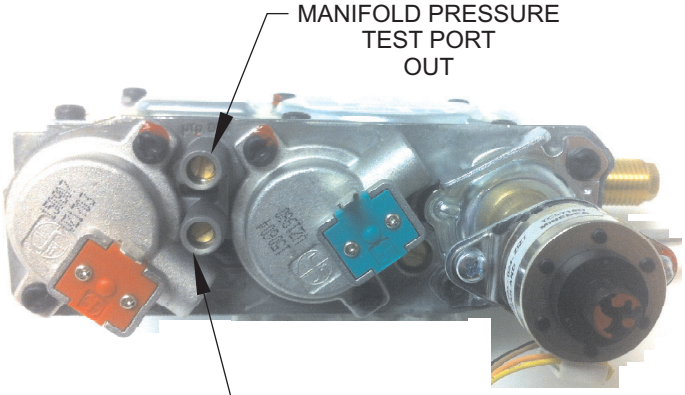

Figure 67
2. The gas valve has inlet and outlet pressure taps as shown in **Figure 67**. (Refer to page 40 for gas pressure requirements)